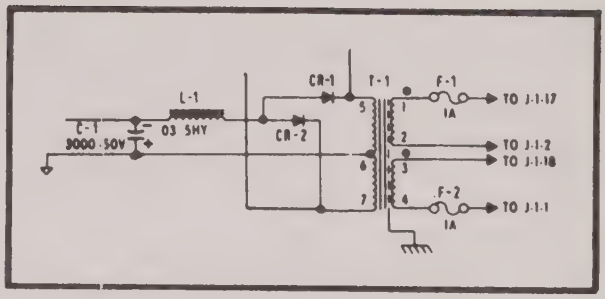

FIGURE 4-4 UNREGULATED POWER SUPPLY
1. Unregulated D.C. Power supply (Fig. 4-4)